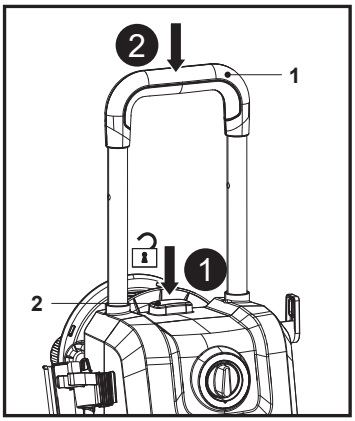

Rys. 17
2. Nacisnąć i przytrzymać przycisk blokady uchwytu (2), a następnie nacisnąć i wsunąć uchwyt transportowy (1) (rys. 17).